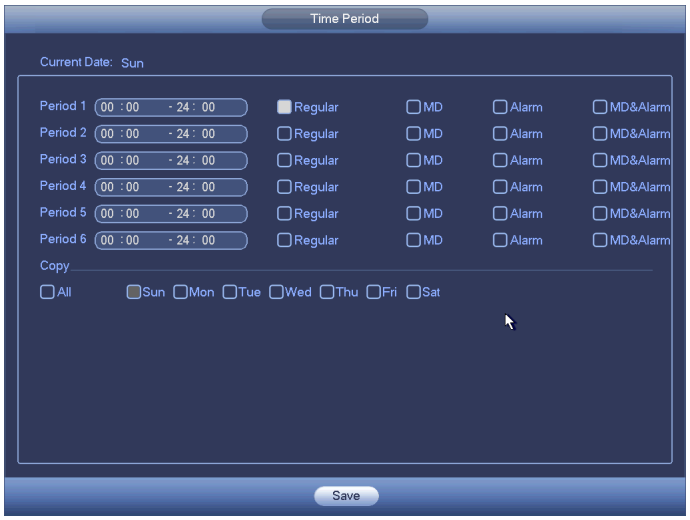

Figure 4-103
- Period setup: Click button after one date or a holiday, you can see an interface shown as in Figure 4-103.There are four record types: regular, motion detection (MD), Alarm, MD & alarm.